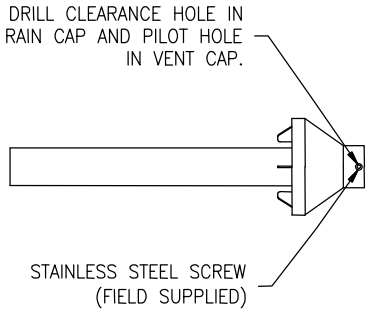

Figure 21. Rain Cap to Small Vent Pipe Ass'y
b. Cement rain cap to smaller diameter pipe. (See Figure 21).
b. Cement rain cap to smaller diameter kit pipe. (See Figure 21).